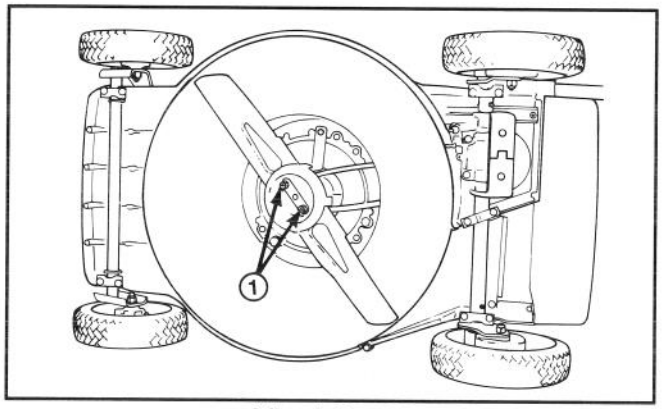

Afbeelding 21
3. Leg de maaier op zijn rechter zijde (Afb. 21). Zorg dat het mes niet draait aangezien dit tot problemen bij het starten kan leiden.
5. VERWIJDEREN VAN HET MES—Pak het mesuiteinde met een doek of dikke gewatteerde handschoen. De 2 moeren, 2 sluitringen, afdekkop en snijmes verwijderen (Afb. 21 & 23).